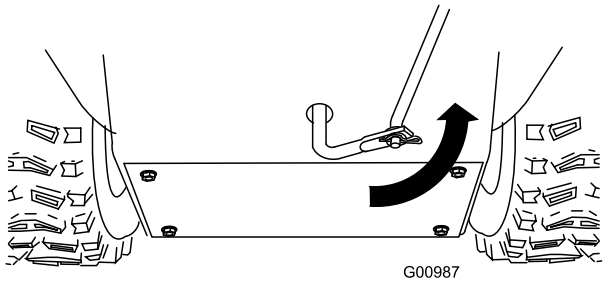

Figura 12
5. Girate il braccio articolato inferiore completamente verso l'alto (senso antiorario) (Figura 12).